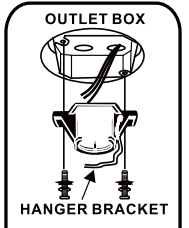

FIG. 5
Step 1.Secure the Hanger Bracket to the ceiling outlet box using the screws provided with your outlet box in conjunction with the lock-washers provided with the fan. (Fig. 5)